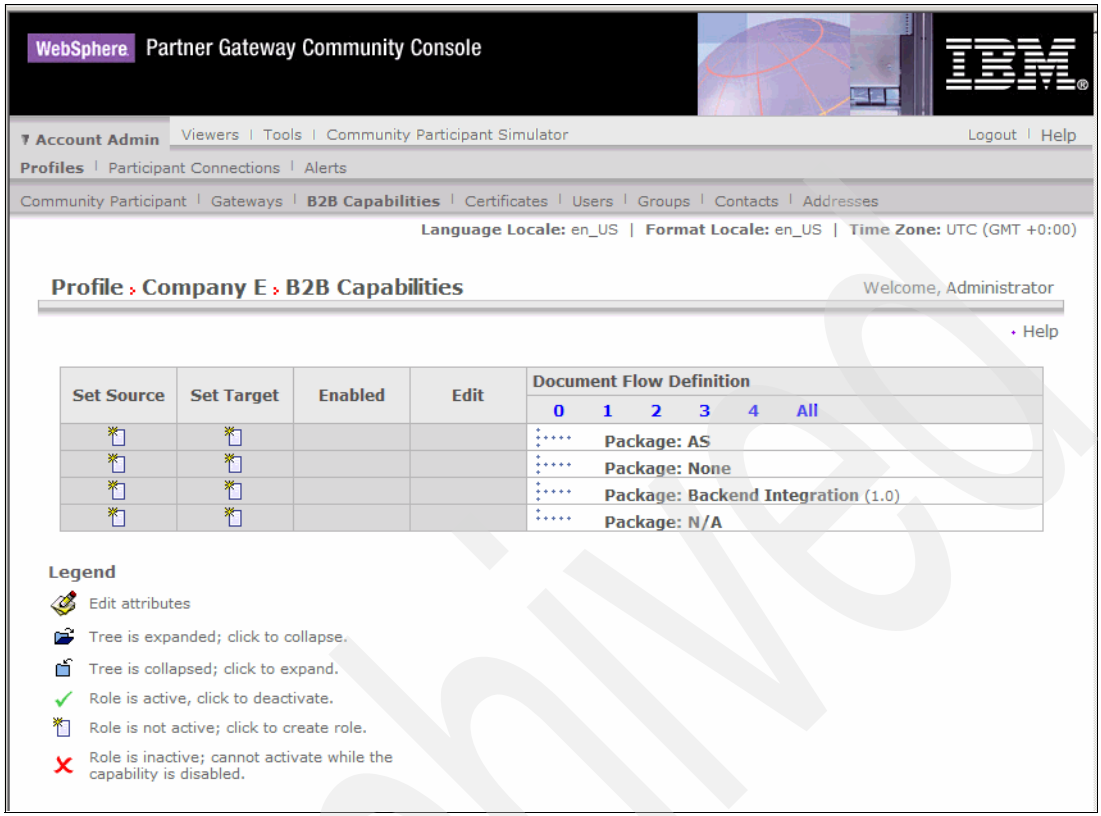

Figure 7-29 Providing B2B capabilities for Community Manager (Company E)
1. While logged on as the administrator of company E, select **Account Admin** → **Profiles** → **B2B Capabilities** (Figure 7-29 on page 172).